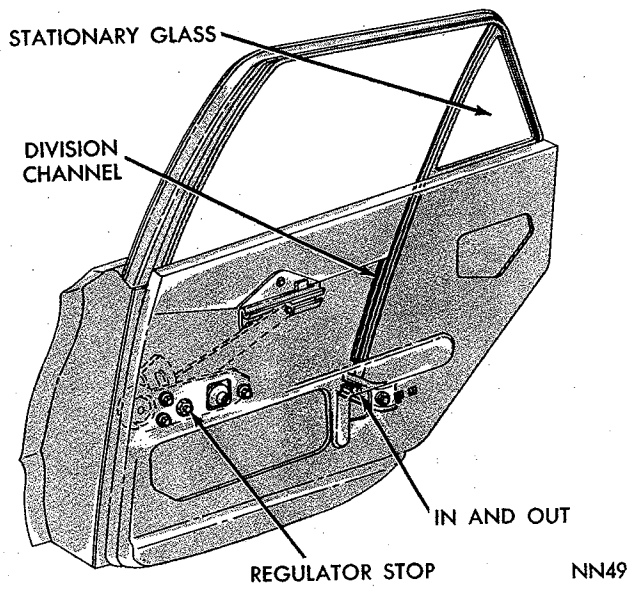

*Fig. 94—Rear Door Glass Adjustments—Belvedere Sedan*
(1) Loosen the division channel lower bracket screw (Fig. 94) and lower window half way.
(2) Tighten division channel lower bracket screw.
(3) Lower window so top of glass is even with or slightly below belt line of outer panel.
(4) Position regulator stop against regulator sector stop and tighten nut.